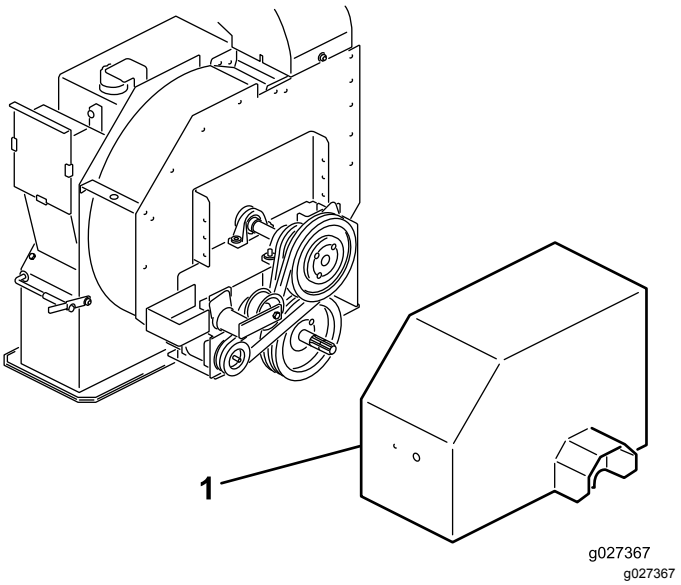

Figuur 12
1. Verwijder het aandrijvingsscherm van over de poelies (Figuur 12).
1. Zet de bouten en moeren los waarmee het scherm van de aandrijving bevestigd is aan de rotorbehuizing (Figuur 12) en verwijder het scherm.
2. Zet aan de achterzijde van het frame de bout los waarmee de riemspanner aan het frame is bevestigd (Figuur 12).